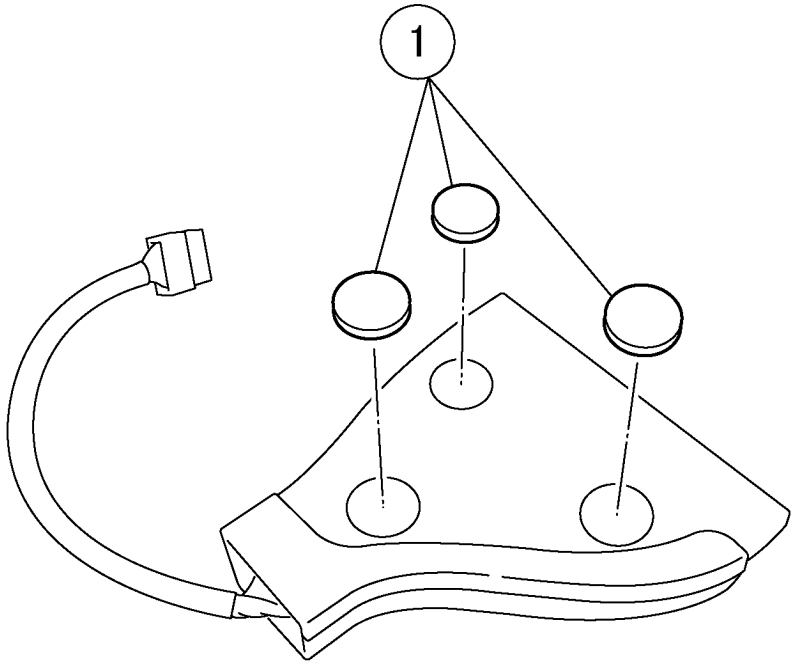

Рисунок 3 Прикрепление кнопок (j0ch82023)
3. Прикрепите липкие кнопки к интерфейсу дополнительных устройств (рисунок 3).